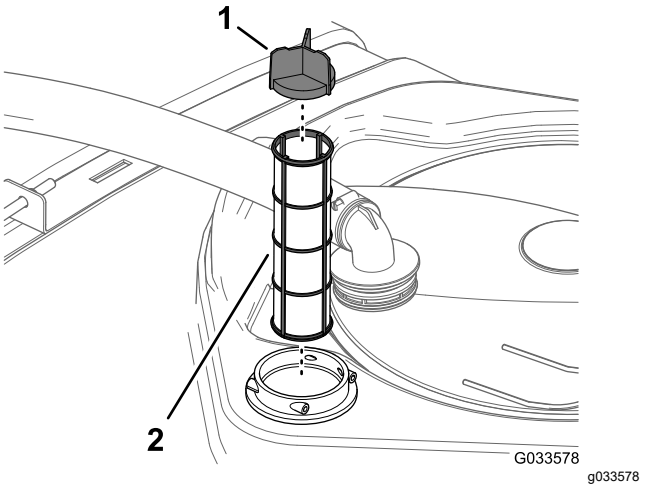

Рисунок 55
4. Извлеките фильтр линии всасывания из его корпуса в баке (Рисунок 55).